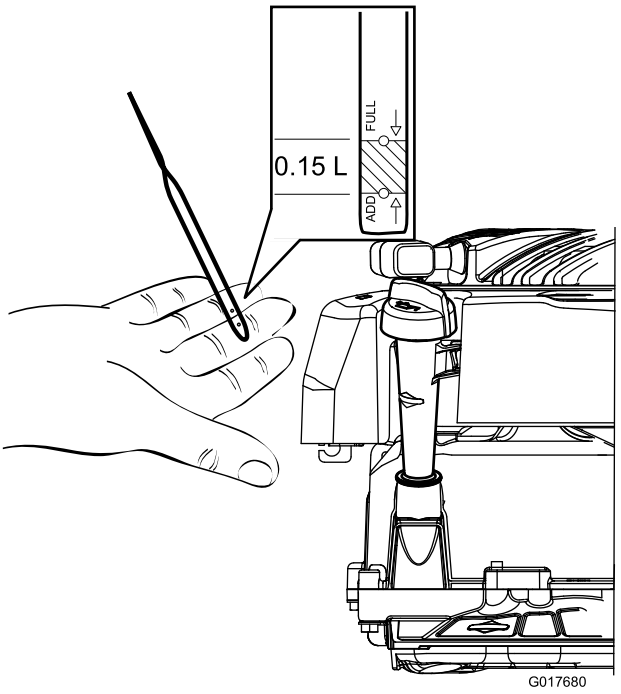

Figur 10
2. Ta ut oljestickan och kontrollera oljenivån (Figur 10). Om oljenivån är under markeringen Add på oljestickan, fyller du långsamt på olja i påfyllningsröret så att nivån höjs till markeringen Full. Vänta i tre minuter innan du kontrollerar oljenivån med oljestickan efter att ha fyllt på olja. (Maximal påfyllning: 0,59 l, typ: SAE 30 renad fordonsolja med API-klassificering SF, SG, SH, SJ, SL eller högre).